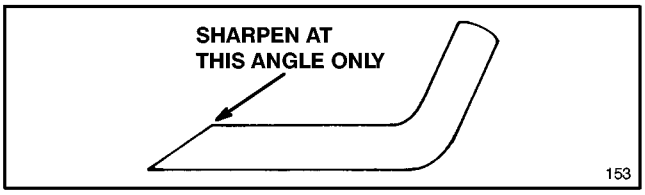

Figure 27
9. SHARPENING BLADE—Using a file, sharpen top side of blade and maintain original cutting angle (Fig. 27). The blade will remain balanced if same amount of material is removed from both cutting edges.